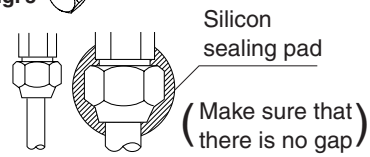

**Fig. 4**
3. For cooling operation under low ambient temperature or any other operation under low pressure, apply silicon sealing pad, etc. to prevent the freezing of flare nut of gas pipe portion of the stop valve. (Refer to Fig. 4)